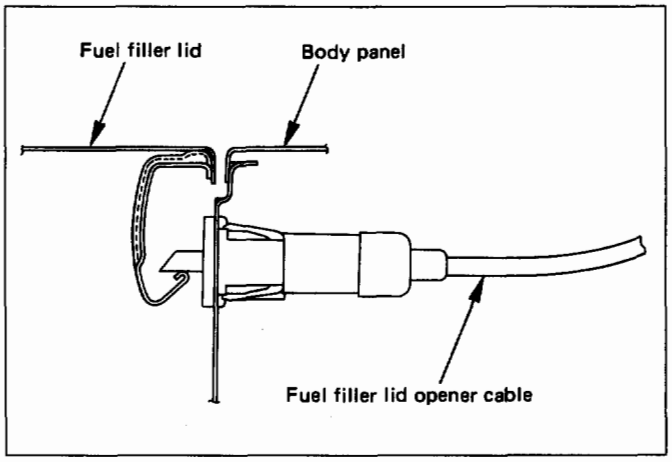

Fig. 10-127
1. Insert the opener cable into the body panel securely. (Fig. 10-127)